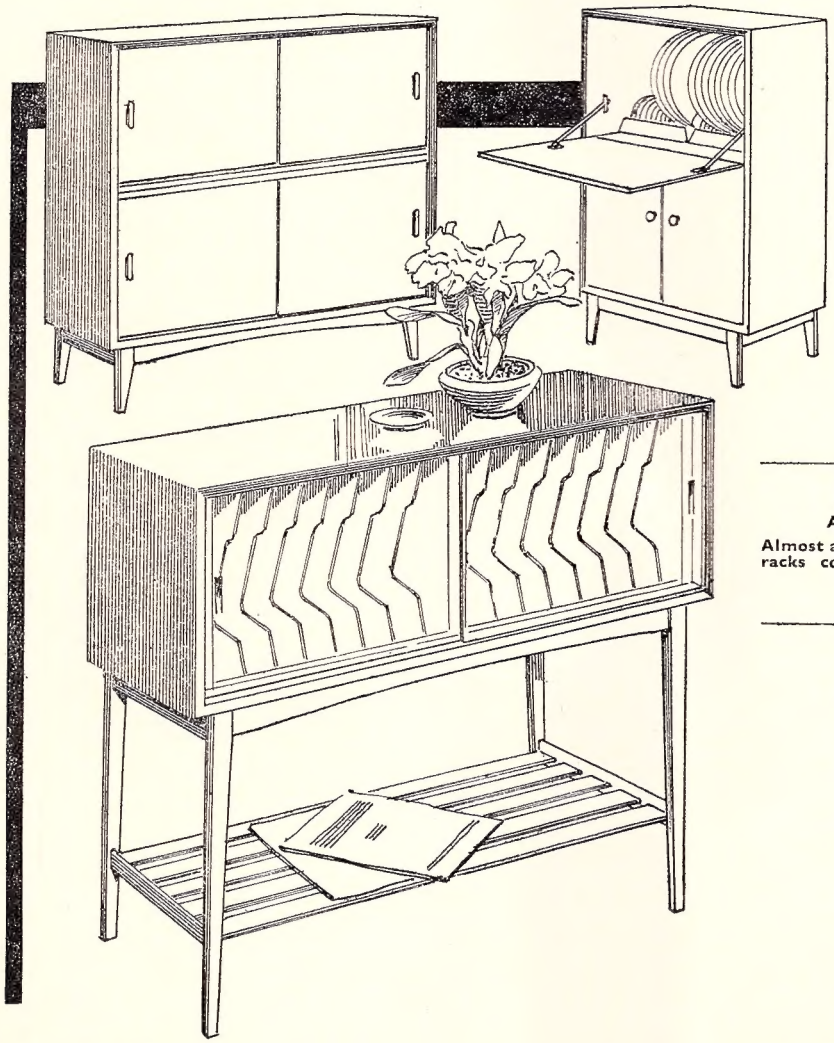
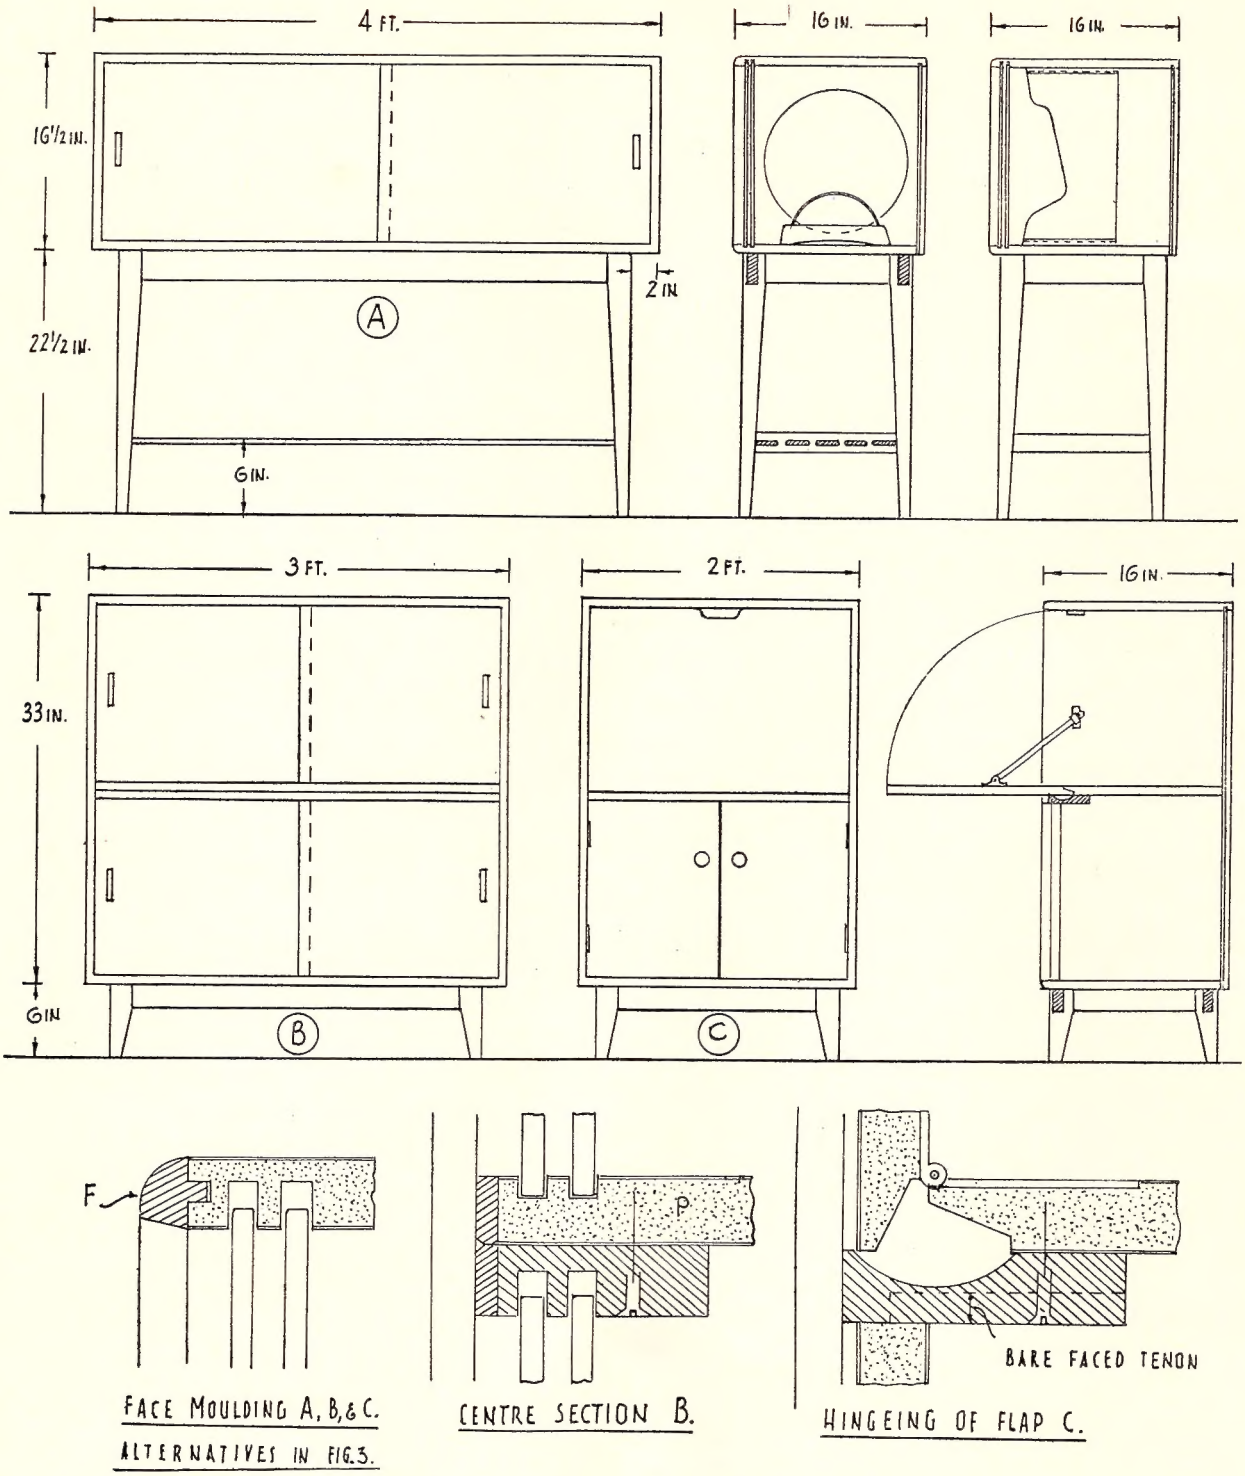
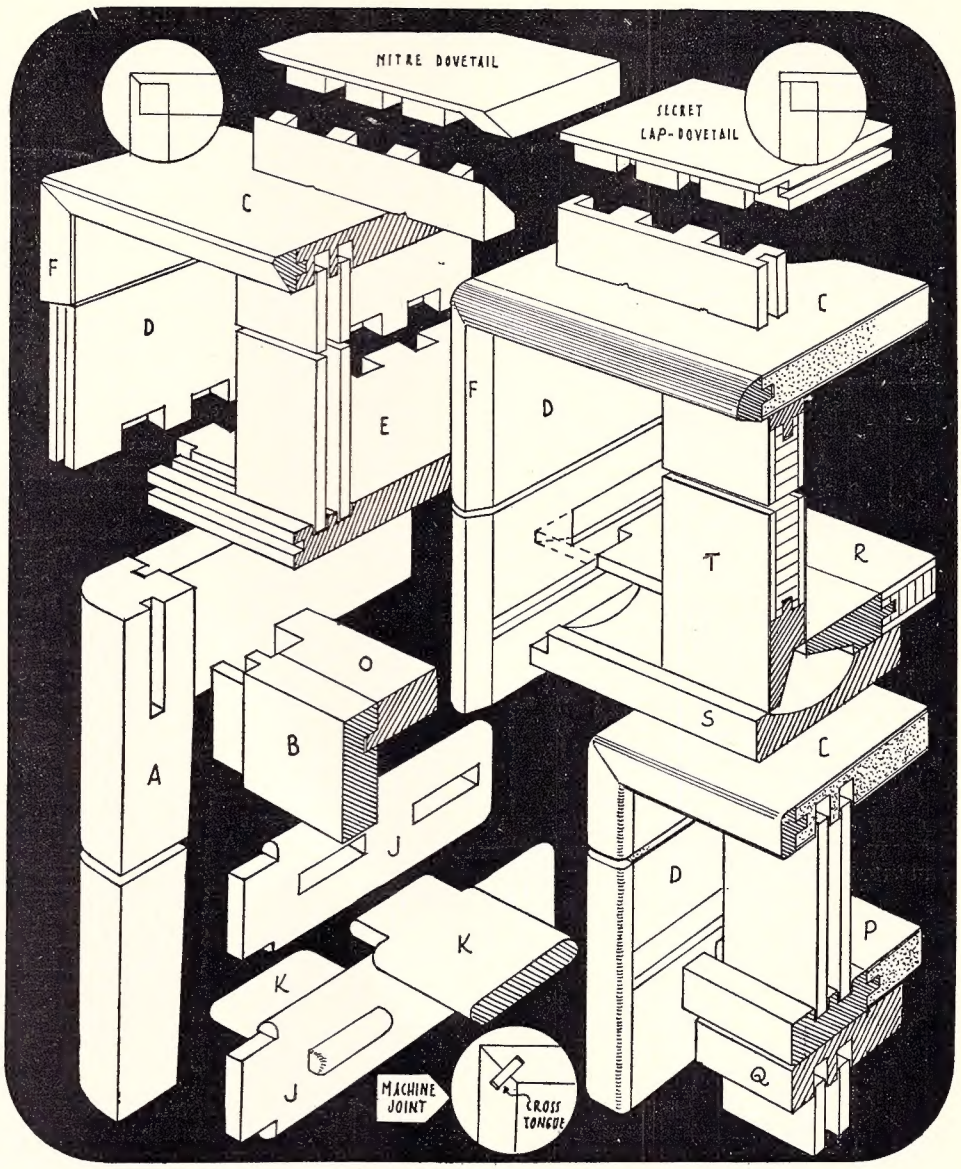

FIG. 1. DESIGNS WITH VARYING ACCOMMODATION FOR RECORDS
FIG. 2. ELEVATIONS OF THE THREE DESIGNS WITH MAIN SIZES AND ENLARGED SECTIONS
FIG. 3. CUT-AWAY VIEW SHOWING JOINTS AND SECTIONS
SLIDING doors can be ¼ in. thick plate glass or 6 mm. thick good-quality plywood veneered with equal thickness on both sides. Plywood partitions can be inserted as shown in Fig. 1, or plastic record racks may be fitted. Each holds 50 records and stands quite loose within the cabinet. (A) and (C) designs will each take four of these racks, i.e. 200 records. (B) design will take six racks with a capacity of 300 records.
The carcase top (C), ends (D), and bottom (E) can be in solid wood or in blockboard, plywood, or chipboard, the top and ends being veneered on both sides. The awkward joint for those not very skilled is that of top to ends. The strongest joints are the secret mitre dovetailed or the secret lap-dovetailed joints shown in Fig. 3. These are only possible with solid wood. Blockboard and plywood would have to be mitred and tongued, Fig. 3. The carcase bottom (E) could be lap-dovetailed if in solid wood or glued and screwed to rebated ends if blockboard or chipboard is used. An article on how to make the above joints appeared in the May, 1954, WOODWORKER.
in directly, trenches for these should be cut across top and bottom stopping at the front, clear of the grooves for the doors. Procedure is to assemble the carcase dry and true up the front and rear. Knock down and groove top and bottom for the sliding doors commencing about ½ in. from the front edges. This will clear the grooves to be made for the face mouldings (F), see section, Fig. 2. Top grooves are ½ in. deep, bottom grooves ¼ in. deep.
The front edges of top, ends, and bottom are now grooved $\frac{1}{4}$ in. deep for the tongued face mouldings three alternative sections of which are shown in Fig. 3. These mouldings can be glued and pinned straight on if desired although it is not so satisfactory as the method shown. Pins should be punched in and the holes filled. These should not be so long as to penetrate into the sliding door grooves at the top.
Assembling. — The carcase work is now ready to assemble and when gluing up test for squareness. This is important when glass sliding doors are fitted. The dead space at centre can be filled in by running in vertical edge divisions about 2 in. apart at centre and the gap filled between with (H) on list. See sketch of cabinet, design (A) in Fig. 1.
Alternatively, separate cases can be through-dovetailed together with partitions suitably spaced run into grooves across top and bottom. These cases should fit into the carcase freely, and need not be carried the full depth, see end section, Fig. 2. Screw into place after fitting the doors, and before fixing the back.
Stand.—The legs (A) are prepared and mortised for the frame rails which should be stoutly tenoned as the stool has to carry considerable weight. When mortising for the end stretcher rails (J) allow for the inside taper to the legs. The outside corners of all legs are nicely rounded, Fig. 3. The slats (K) of the magazine rack are through-tenoned for strength, the ends being proud and rounded as shown in Fig. 3. Alternatively, stub tenons give an appearance as shown in Fig. 1. The carcase is fixed by screwing up through the stool framing, and, to avoid screws entering the sliding door grooves, add a block (O) to the front rail (B), Fig. 3, and screw through the block.
Main carcase construction as for design (A). The position of the mid board or shelf (P) can be adjusted to suit. A little extra height may be required in the lower section for 15 in. records in plastic holders, enough being left above for 12 in. and 10 in. records. The mid board (P) may be slip-dovetailed or housed to the carcase ends $\frac{1}{4}$ in. deep. If in plywood or chipboard it should be clamped (P), Fig. 3, or lipped (P), Fig. 2.
Main carcase as previously described for (A) and (B) designs. The midboard (R) and flap (T) are in chipboard, blockboard, or multiply clamped at the hinged joint as shown in Fig. 3. The top and side edges of the fall require lipping or clamping. A good quality hard core chipboard may not require this, section, Fig. 2. It is advisable to work the joint and hinge together with a pair of odd sided hinges cut in before fitting the midboard to the carcase, as the joint can then be tested with ease.
The midboard should be housed in ¼ in. deep and the hollowed rail (S) beneath base-faced tenoned to the ends and screwed up to the board as shown in Fig. 3. The lower pair of doors are hinged with 2 in. brass butt hinges and fitted with ball catches engaging the rail or the carcase bottom. The stool is similar to design (B), but the legs should have less set-under; about 1 in. at the ends.